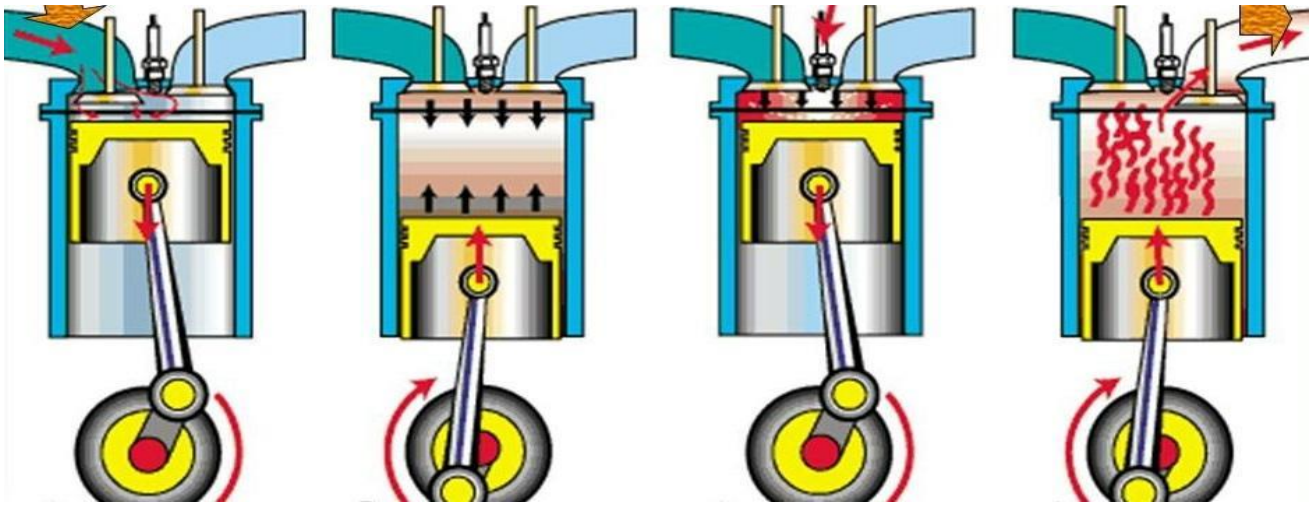

**Рисунок 3.**
Качественное сгорание топлива происходит при необходимом условии подачи воздуха. При этом работа дизеля может происходить за два или четыре перемещения поршня в цилиндре (рисунок 3).
Крайним положением поршня в цилиндре, или мёртвой точкой, называется положение, при котором происходит изменение направления поступательного движения поршня в цилиндре. Наиболее близкое к коленчатому валу положение поршня называется нижней (или наружной, НМТ) мёртвой точкой; положение поршня при максимальном удалении от вала – верхней (или внутренней, ВМТ) мёртвой точкой. Расстояние, проходимое поршнем между двумя этими точками, называется ходом поршня (в расчётах обозначается S). Каждому ходу поршня соответствует поворот кривошипа вала на $180^0$, т.е. за один оборот вала поршень совершает два хода (рисунок 3).
**Рабочий цикл четырехтактного дизеля** (рисунок 3)**.**